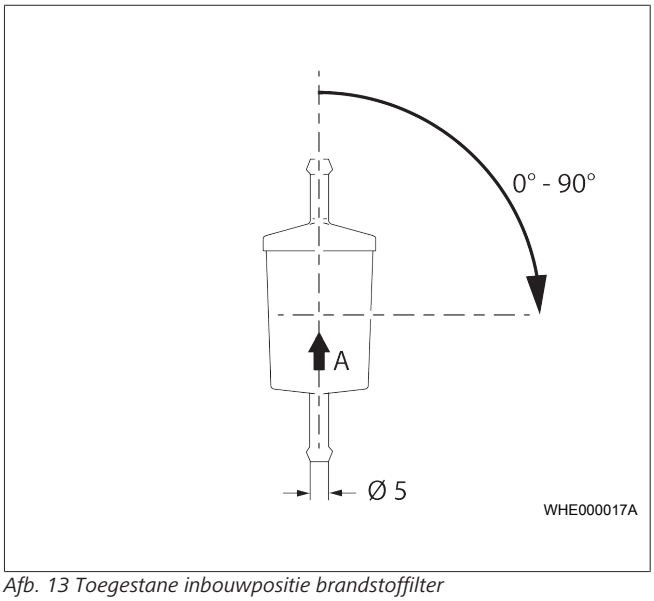

Afb. 13 Toegestane inbouwpositie brandstoffilter
- ▶ Zorgen voor correcte inbouwpositie. Daarbij letten op doorstroomrichting van de brandstof (pijlrichting) in Afb. 13.